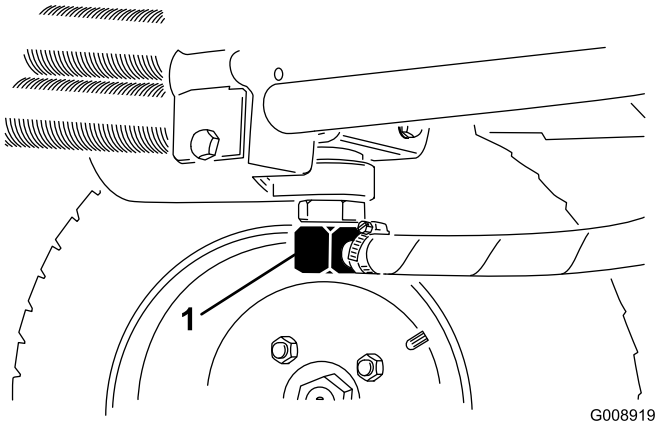
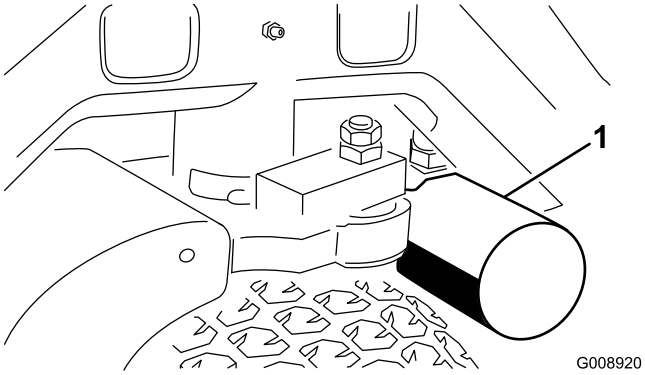

Figur 75
Figur 76
2. Frakobl hydraulikrøret (Figur 75), eller fjern hydraulikfilteret (Figur 76), og lad hydraulikolien løbe ned i en dræningsbakke.
4. Anbring en dræningsbakke under filteret (Figur 76), og fjern filteret.